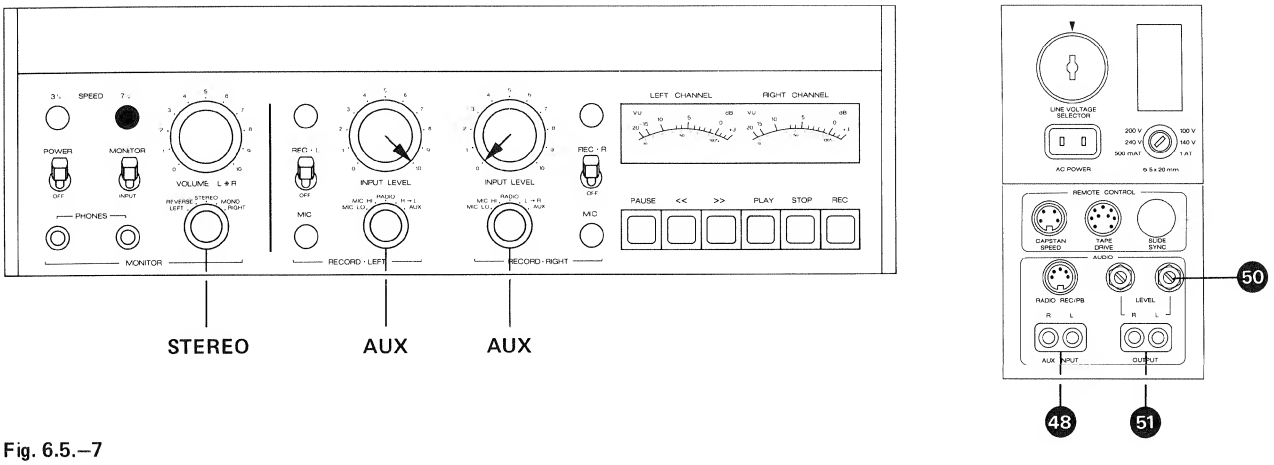

Fig. 6.5.–7
– Bedienungselemente nach Fig. 6.5.–7 einstellen.
– Set operating controls as per fig. 6.5.–7.